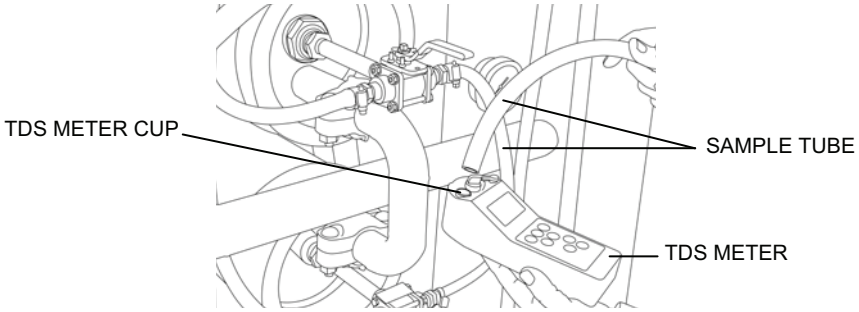

Figure 8. RO Element Product Water Conductivity Test Setup.
4. Test RO element conductivity as follows (Figure 8):